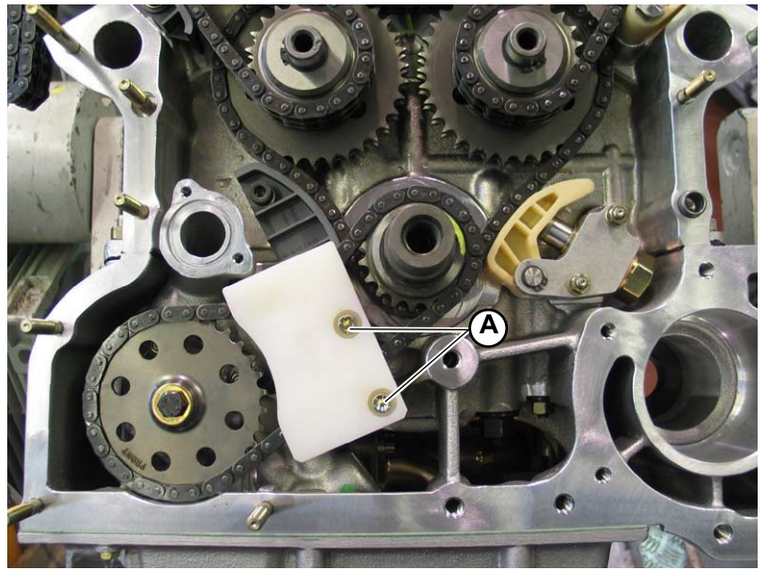

Fig.1
1. Unscrew the two bolts with washer (**A-Fig.1**) and remove the oil pump chain tightener.